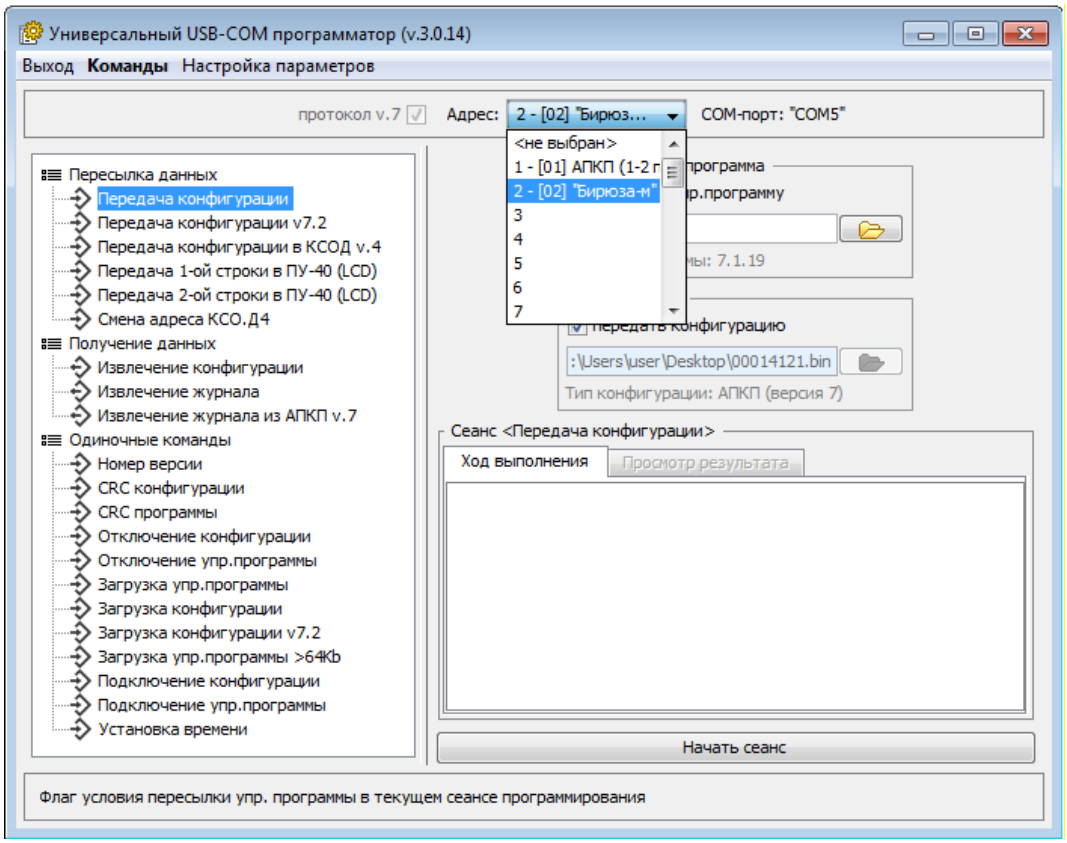

Рисунок 100. Универсальный USB-COM программатор. Выбор программируемого прибора
2) В поле «Адрес» из выпадающего списка выбрать программируемый прибор (рисунок 100).